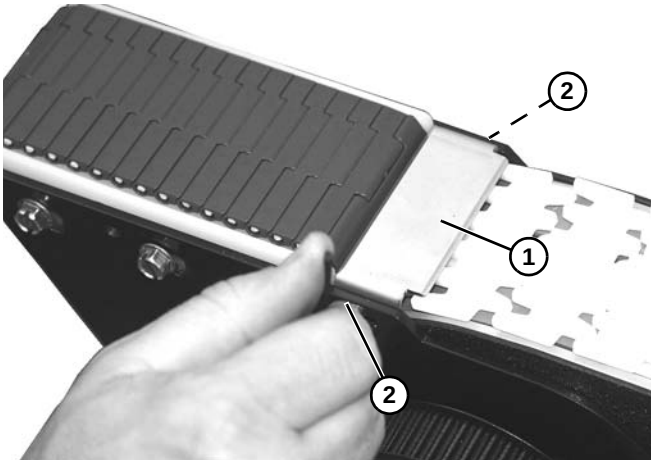

Figure 121
7. Install tensioner plate **(Figure 121, item 1)** with two socket head screws **(Figure 121, item 2)**.